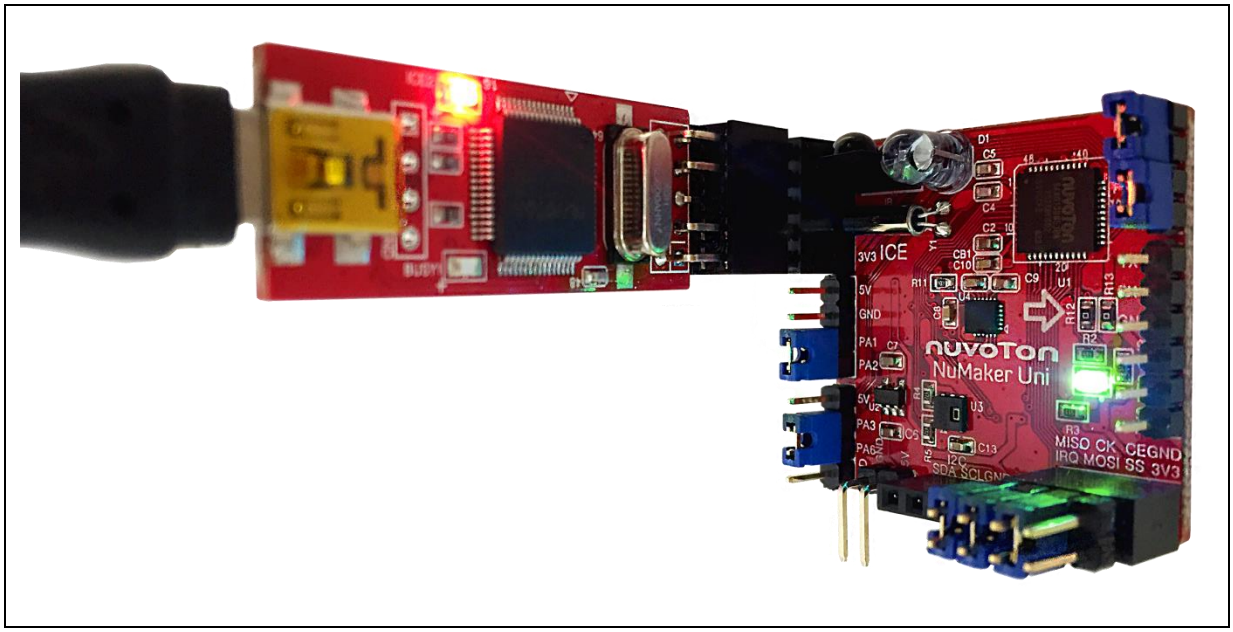

Figure 6-2 Green LED Turns On
4. After finishing all the tests, LED will turn on according to the tests result. The Green LED light indicates all tests pass, as shown in Figure 6-2. The Red LED light indicates at least one test fails.